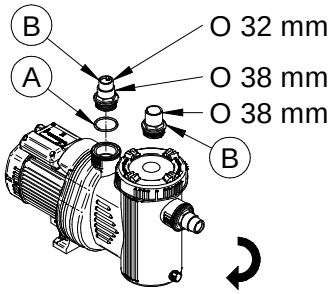

Fig. 23
1. Positionner les bagues toriques (Fig. 23, # A) sur les embouts (Fig. 23, # B).
2. Visser les deux embouts (Fig. 23) à l'*aspiration* et au *refoulement* de la *pompe*.